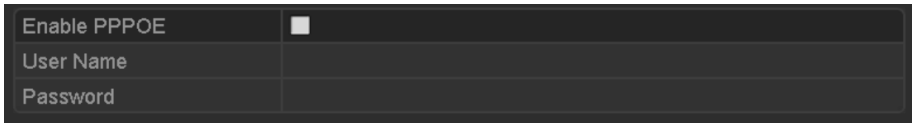

Figure 11-5 PPPoE Settings Interface
Step 2 Select the **PPPoE** tab to enter the PPPoE Settings interface, as shown in Figure 11-5.